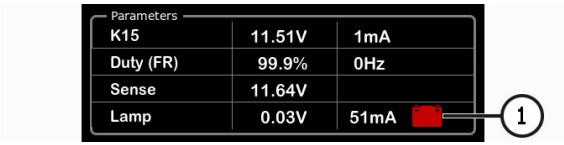

Рисунок 24. Параметры регуляторов типа LAMP
4. Нажмите кнопку «**K15»**. Напряжение должно упасть до уровня АКБ, регулятор должен выключиться и не реагировать на изменение оборотов или заданного уровня напряжения. А в строке параметров «**Lamp**» должен появиться индикатор батареи см. поз. 1 рис. 24.